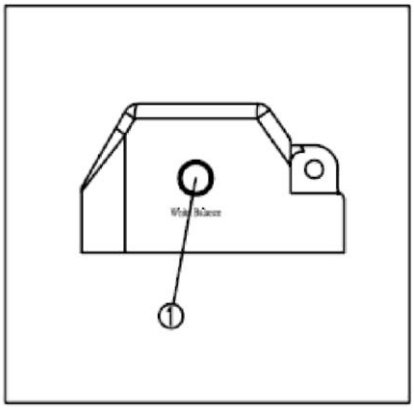

Рис.10.
Видео-вход (1) может использоваться для подключения внешнего дисплея, персонального компьютера с видеозахватом. (см. Рис. 10)